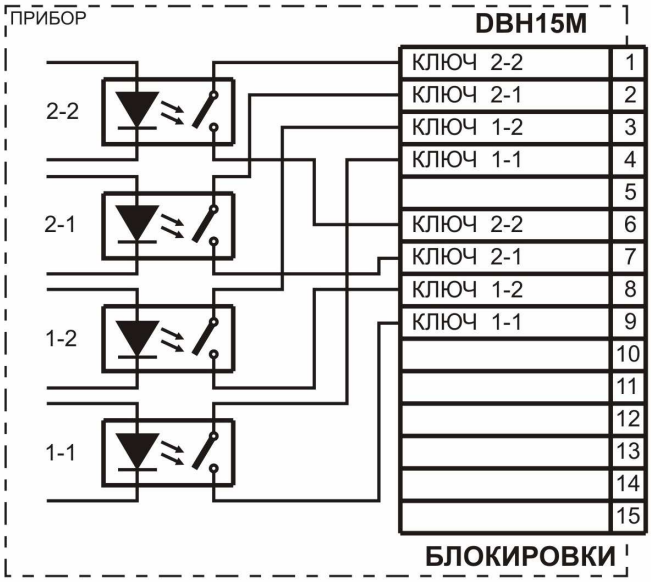

Рис.4.
8.2. Схема распайки разъема “БЛОКИРОВКИ” приведена на рис.4.